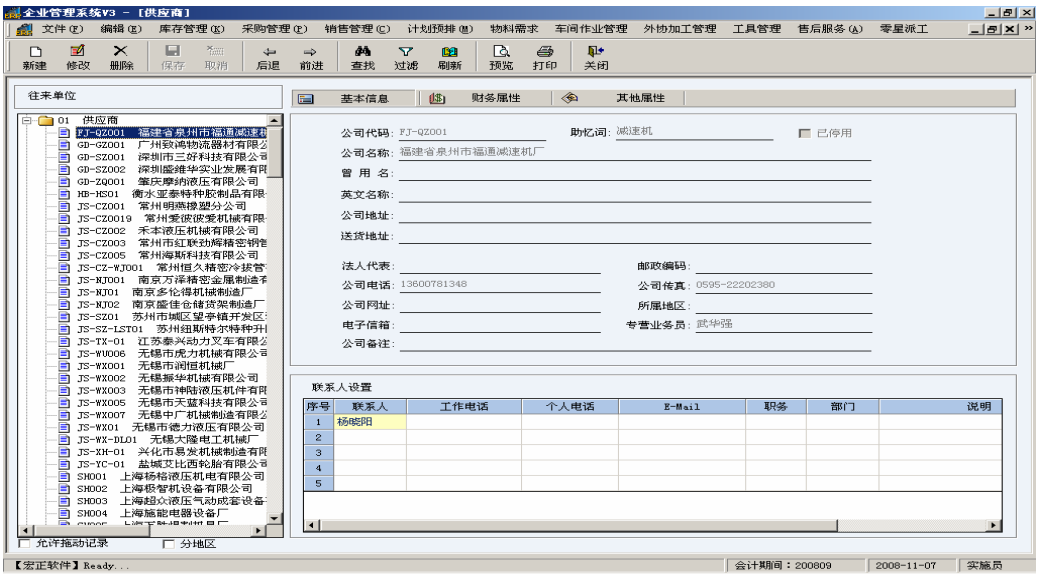

图 2-1-05 往来单位——基本信息
(5) 往来单位。在系统主界面，选择 ［基础数据管理］→［往来单位］，输入资料的基本信息，如图 2-1-05